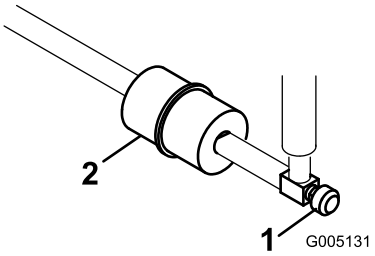

Figur 35
Drivstoffilteret i tanken er i drivstoffslangen mellom drivstofftanken og forgasseren (Figur 35).
1. Steng drivstoffavstengingsventilen (Figur 35).
2. Plasser et tappefat under filteret, løsne slangeklemmen på forgassersiden av filteret, og fjern drivstoffledningen fra filteret (Figur 35).
3. Løsne den andre slangeklemmen, og fjern filteret (Figur 35).